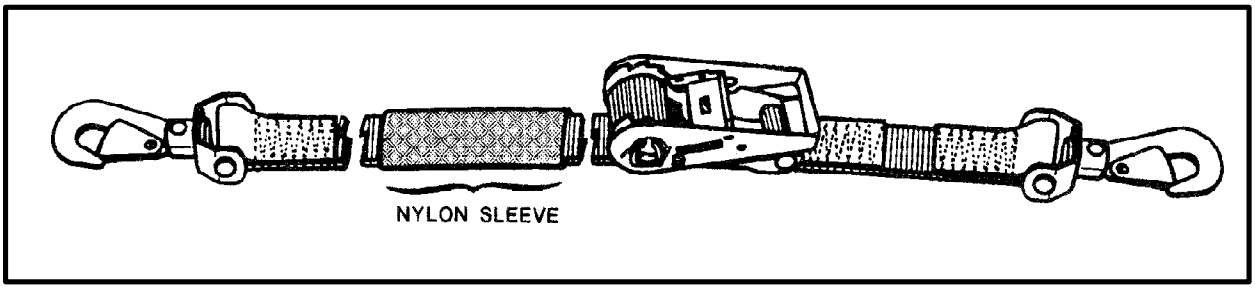

*Figure 8-22. Special Webbing Strap (P/N 9392419)*
**j. Special Webbing Strap.** The 5,000-pound capacity special webbing strap (Figure 8-22) is similar to the CGU-l/B cargo tie-down strap. The main differences are the swivel hooks and the short strap attached to the ratchet device. Two moveable nylon sleeves on the 20-foot strap section can be positioned at chaffe points on the load to protect the strap from damage.